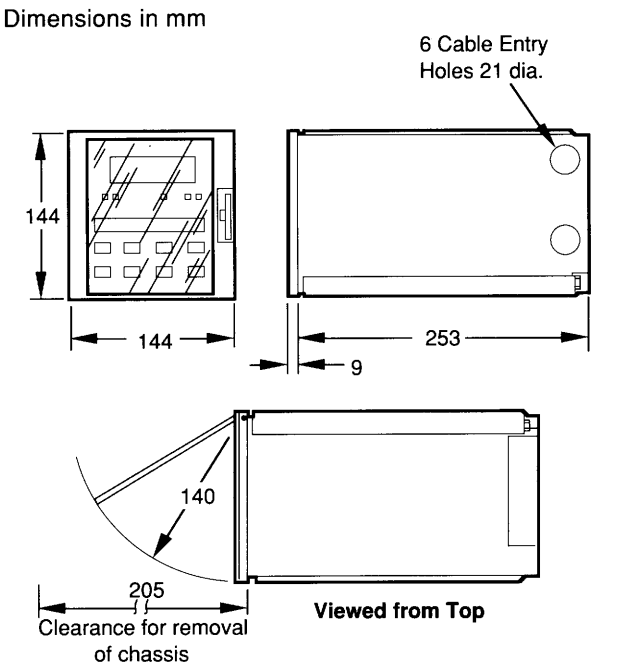

Fig 4.5 Overall Dimensions (Panel-Mounted Instruments)
4.3 Panel Mounting – Figs. 4.5 and 4.6
Overall dimensions are shown in Fig. 4.5. The instrument weighs approximately 5kg and must be mounted in a panel of 3mm minimum thickness. The instrument may be mounted in any orientation.